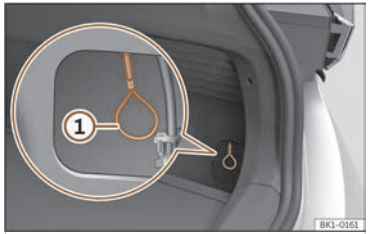

Fig. 62 Behind the cover: emergency unlock of the charging connector.
- Pull the emergency manual release loop ① ››› Fig. 62. The charging connector can be removed ››› ⚠.